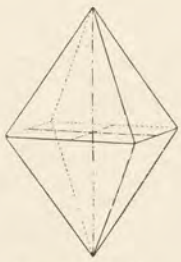

Fig. 26. $mP\infty$
- Pyramiden 2. Art oder Deuteropyramiden (Fig. 26).
Jede Fläche schneidet nur die Hauptachse und eine Nebenachse und geht der andern Nebenachse parallel. Die Nebenachsen gehen durch die Mitte der Seitenkanten. $a : \infty a : mc = mP\infty$ (Fig. 26).